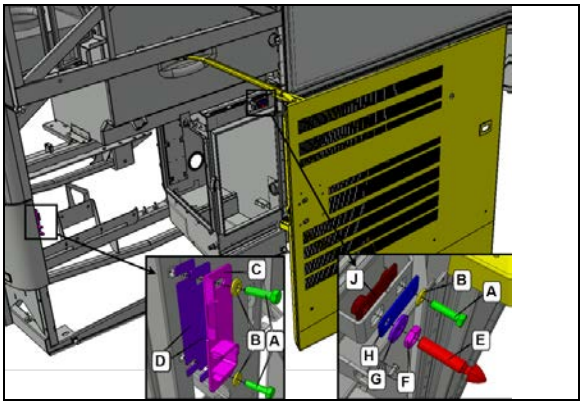

FIGURE 52:
9. 9. Installer la plaque d'alignement/verrouillage C et la goupille d'alignement/verrouillage E. Centrer ces éléments dans leurs rainures de montage respectives. (Figure 52:). Les composants doivent être ajustés, mais pas trop serrés pour permettre l'ouverture facile de la porte.